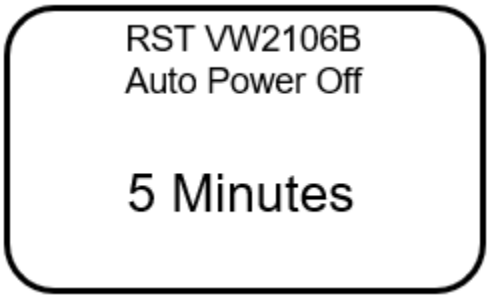

FIGURE 2-3 AUTO POWER OFF TIME
2. Press **Enter**. The following screen will appear (Figure 2-3):